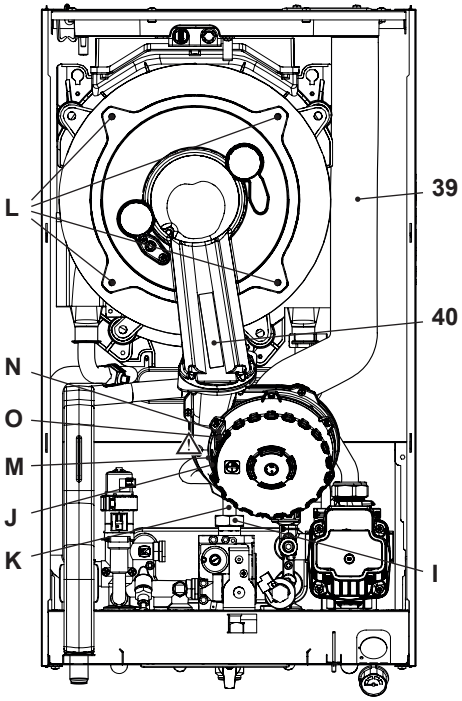

Figura 9.6
Rimozione del gruppo bruciatore ventilatore 40 in Figura 9.6.
- Scollegare il tubo aspirazione aria 39 (Figura 9.6).
- Inserire un cacciavite piano nella rientranza **J** del connettore **M** e fare leva verso il basso, contemporaneamente scollegare il connettore **M** tirandolo frontalmente (Figura 9.6).
- Scollegare il connettore del ventilatore **N** premendo il gancio in plastica **O** posizionato nella parte sottostante del connettore (Figura 9.6).
- Svitare i dadi **L** e rimuovere il gruppo bruciatore ventilatore 40 (Figura 9.6).